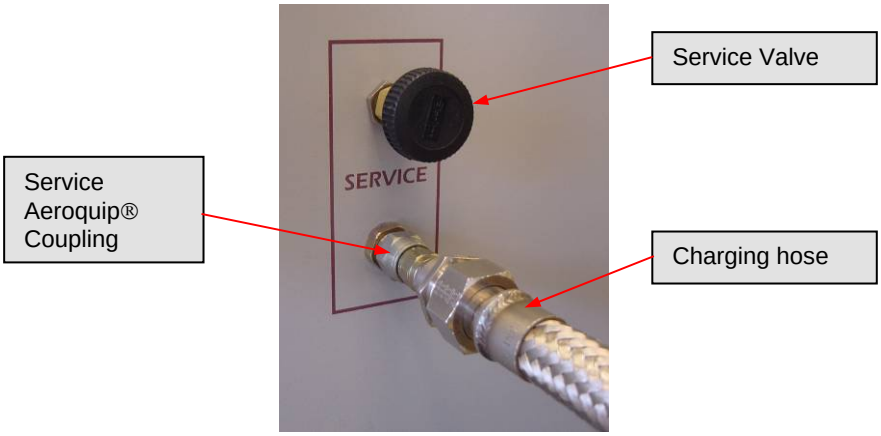

Figure 8-2: Service valve and access port
1) Make sure the service valve is closed. See Figure 8-2.